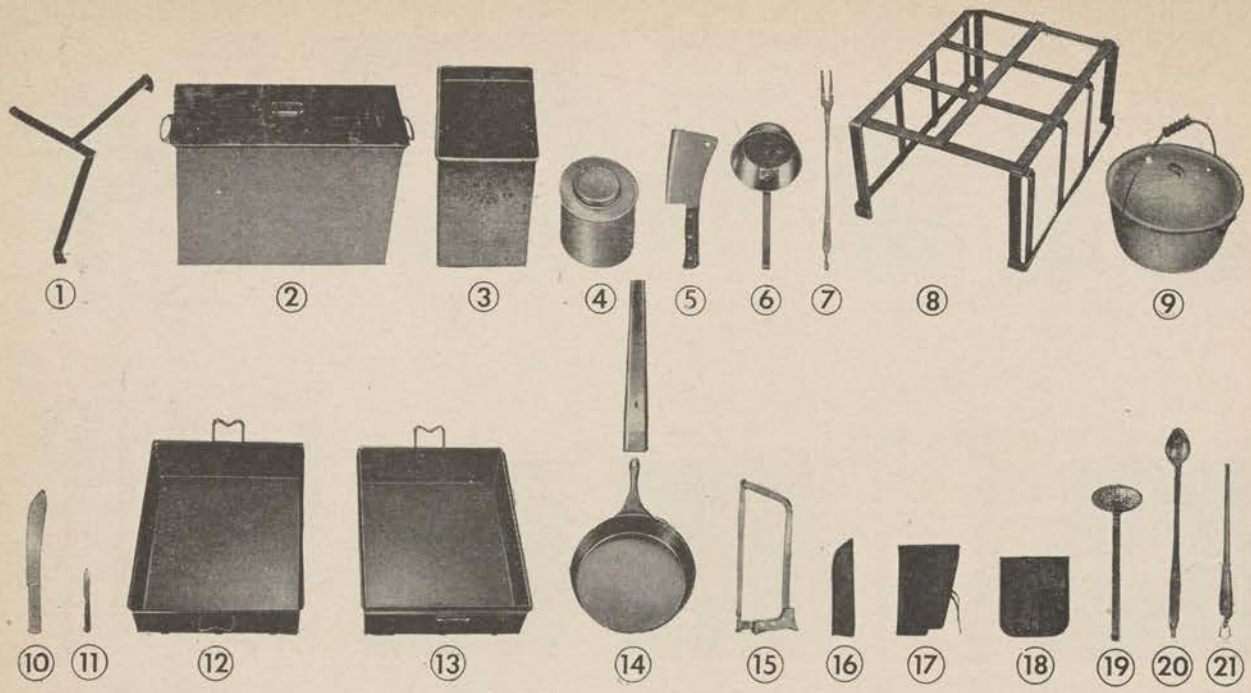

Figure 28. Outfit, cooking, mountain artillery, complete (64–O–210).
d. The outfit, cooking, mountain artillery, complete (see fig. 28) is made up of the following components: